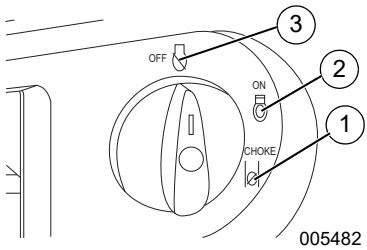

***Figure 3-2.Positions OFF/RUN/CHOKE (Arrêt/ Marche/Étranglement)***
1. Se reporter à la *Figure 3-2*. Placez le commutateur « OFF/ON/CHOKE » sur la position CHOKE (1).
4. Se reporter à la *Figure 3-2*. Lorsque le moteur démarre, placez le sélecteur du cadran « OFF/RUN/CHOKE » sur la position RUN (2). Pour réduire le fonctionnement de l'étrangleur, faites tourner le sélecteur du cadran « OFF/RUN/ CHOKE » en direction de la position RUN.
3. Voir *Figure 3-2*. Placez le sélecteur du cadran « OFF/RUN/CHOKE » sur la position OFF (3).
1. Se reporter à la *Figure 3-2*. Faites basculer le sélecteur du cadran « off/run/choke » de la position OFF à la position RUN. Cette action permet d'ouvrir le robinet de carburant et d'autoriser le démarrage de l'appareil.